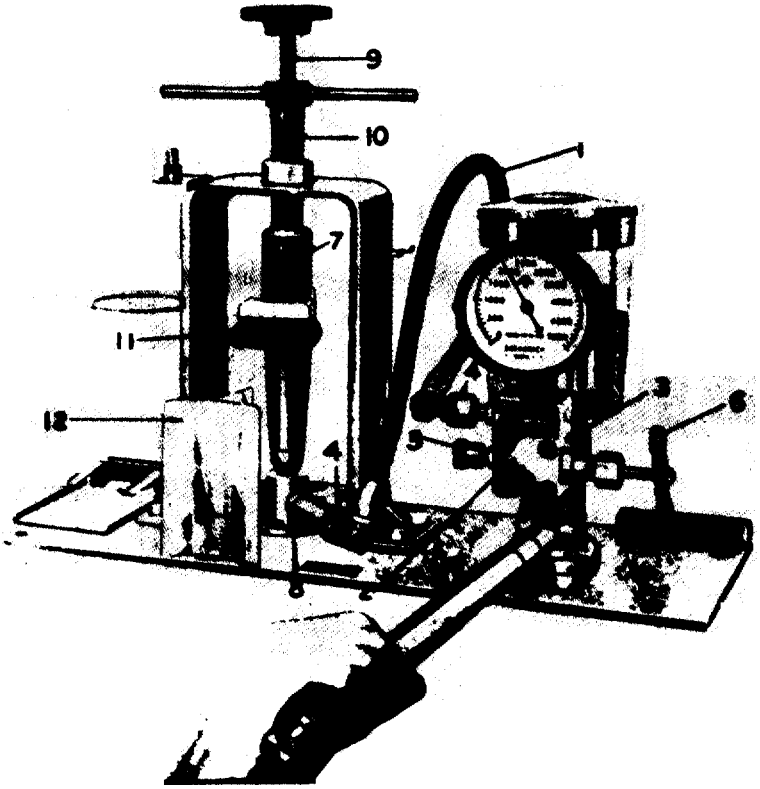

FIG. 1 Back Pressure Test
FLEXIBLE CONNECTOR (1) is attached to REVERSE FLOW BLOCK with second CONNECTOR NUT (4). Screw DRIP TUBE (11) into injector drain line hole. This test set-up is illustrated by Figure 1.
1. Bolt NOZZLE TESTER (1) to bench with 3/8' bolts; for portable use, mount on wooden or metal base similar to type illustrated in Figure 1.
2. Slide tubular end of PUMP HANDLE (2)on HANDLE SHOE (3) in base of NOZZLE TESTER. Solid shaft in telescoping PUMP HANDLE may be extended or telescoped, depending on pressures needed.
3. Remove COVER (4) of FUEL SUPPLY cup (5) with combined twisting and pulling motion; fill SUPPLY CUP with testing fluid.
4. Open GAUGE VALVE (6).
5. NOZZLE TESTER is self-priming; several strokes may be necessary to evacuate entrapped air. Although not necessary, VENT SCREW (7) in side of housing and directly behind lower discharge fitting can be opened for through venting and as priming aid.
6. Attach nozzle and connector to DISCHARGE BLOCK FITTING (8), using lower connection for conventional tests on hydraulically-operated nozzles; use upper connection for leakage rate measurements.
7. Install CAP NUT (9) on connection not In use and tighten all connections.